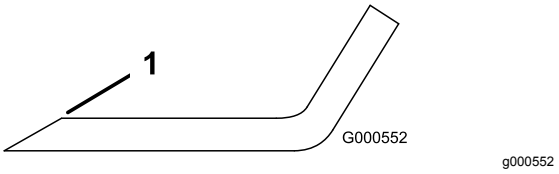

Figur 73
1. Bruk en fil til å slipe eggen i begge ender av kniven (Figur 73).
Merk: Hvis kniven ikke er i balanse, filer du bort litt av metallet på enden av vingeområdet (Figur 73).